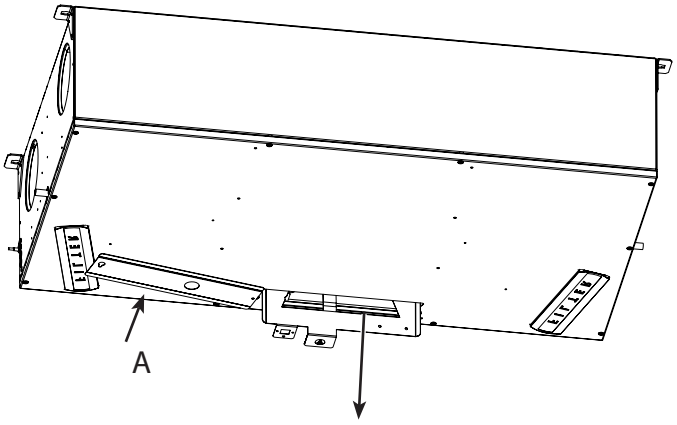

Fig. 22
Le contrôleur intégré dispose de plusieurs options pour raccorder d'autres équipements externes. Pour accéder au contrôleur, ouvrez le couvercle imprimé (A) de l'unité en le tournant complètement comme illustré à la fig. 22.